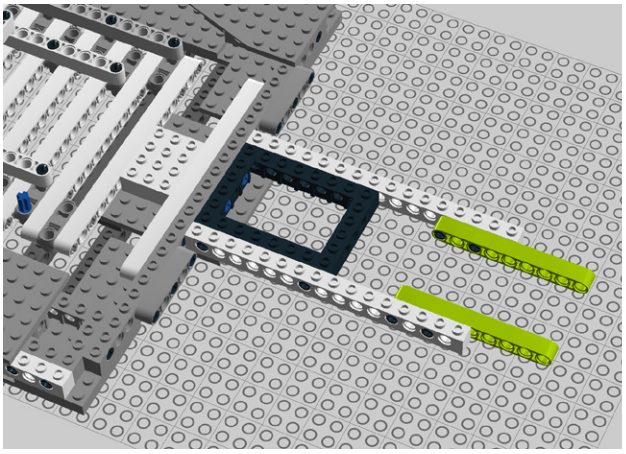

Figure 8-46. *Step 41: Adding a pair of 9M beams*
41. Add 9M beams as shown in Figure 8-46. The Keytar's neck is starting to take shape!